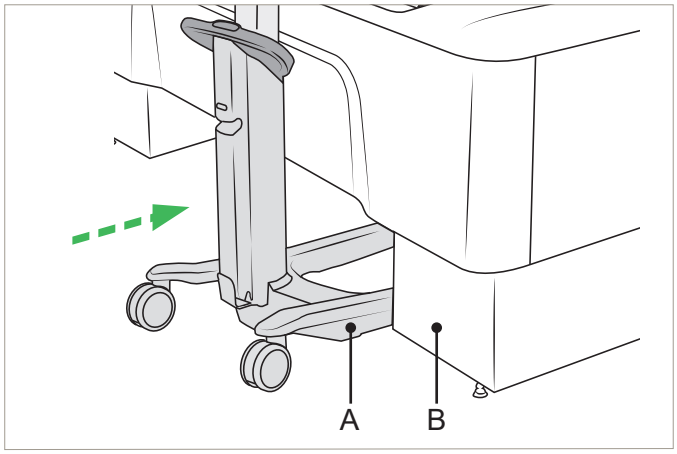

Abbildung 27
8. Richten Sie die Radbasis (A) des Badesitzlifters auf die Innenseite der Basis (B) der Classic Line 2 Badewanne aus. Schieben Sie den Badesitzlifter nach vorne, bis er an die Classic Line 2 Badewanne anstößt. Achten Sie darauf, dass der Badesitzlifter fest an der Classic Line 2 Badewanne sitzt. Siehe Abbildung 27.